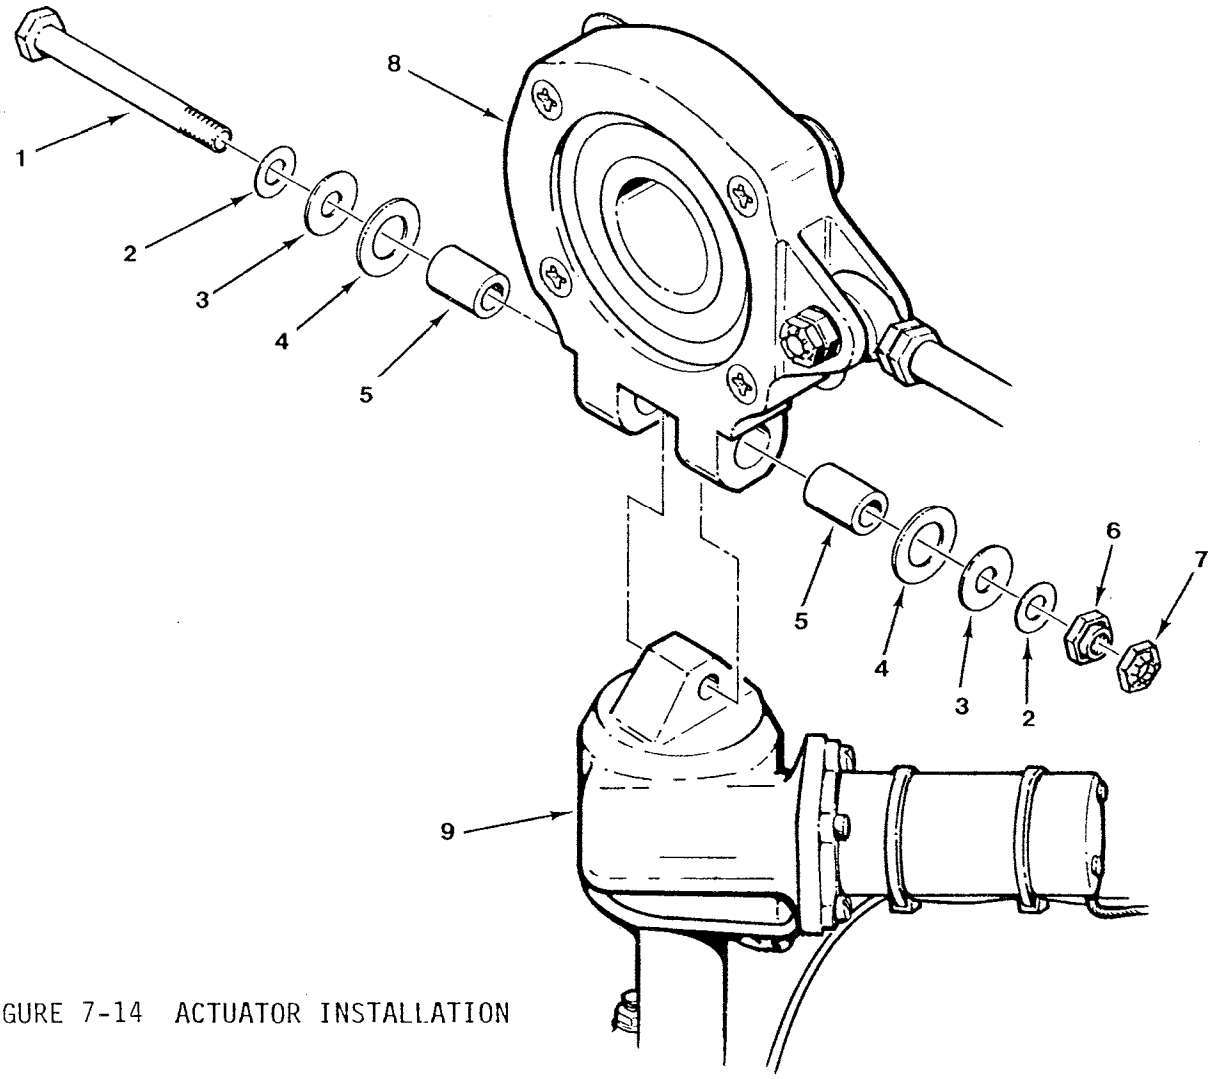

FIGURE 7-14 ACTUATOR INSTALLATION
1. Refer to Figure 7-14. Connect actuator to A184 bearing and torque bolt per Section 1.320. Install palnut, torque per Section 1.320, and torque stripe per Figure 2-1.